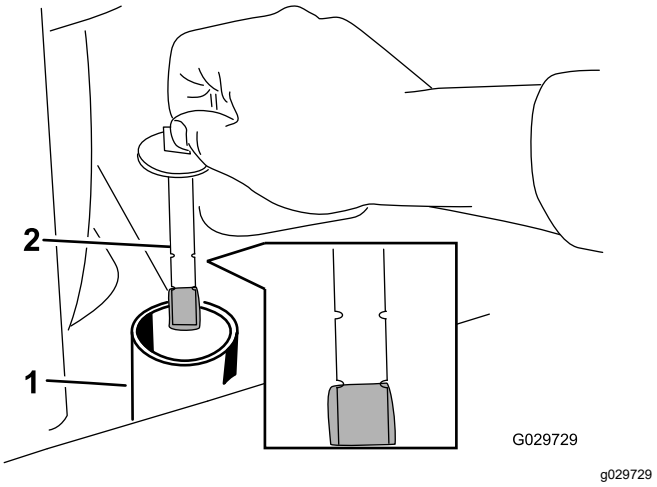

Figura 73
6. Retire el tapón y la varilla del depósito hidráulico (Figura 73).